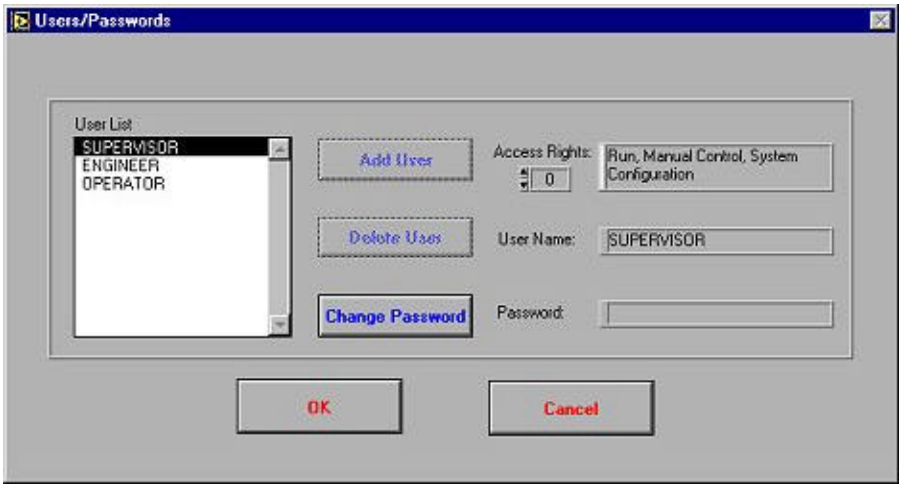

Figure 2.2: Users/ Passwords Menu
2.3.1 From Main Operation Screen, click on the **Options** menu button. From the pulldown menu that appears, click on **System**. From the menu that appears next, click the **Security** button. The **Users/Passwords** menu will then appear (Figure 2.2).